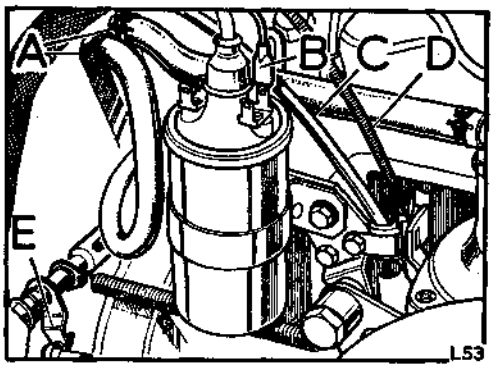

**Fig. A3-15. View of engine, RH side, front**
6. Disconnect the following items at the right hand side of the engine, refer to Fig. A3-15 and A3-16 for location of items.